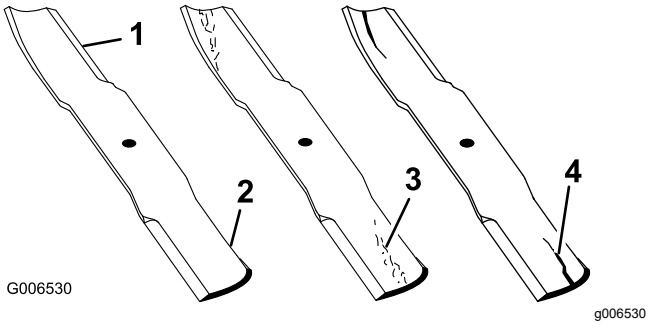

Figur 59
1. Kontrollera eggarna (Figur 59).
4. Montera omedelbart en ny kniv om du upptäcker sprickor, slitage eller spårbildning i detta område (Figur 59).